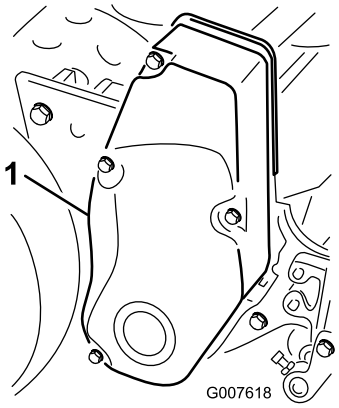

Rysunek 41
1. Usuń elementy mocujące pokrywę paska oraz pokrywę paska w celu jego odsłonięcia (Rysunek 41).